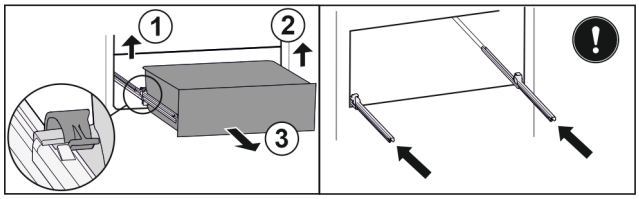

Fig. 189
▶ Paceliet kreiso spaili un vienlaikus pavelciet atvilktni kreisajā pusē uz priekšu. *Fig. 189 (1)*
▶ Paceliet labo spaili un vienlaikus pavelciet atvilktni labajā pusē uz priekšu. *Fig. 189 (2)*
▶ Izņemiet atvilktni virzienā uz priekšu. *Fig. 189 (3)*